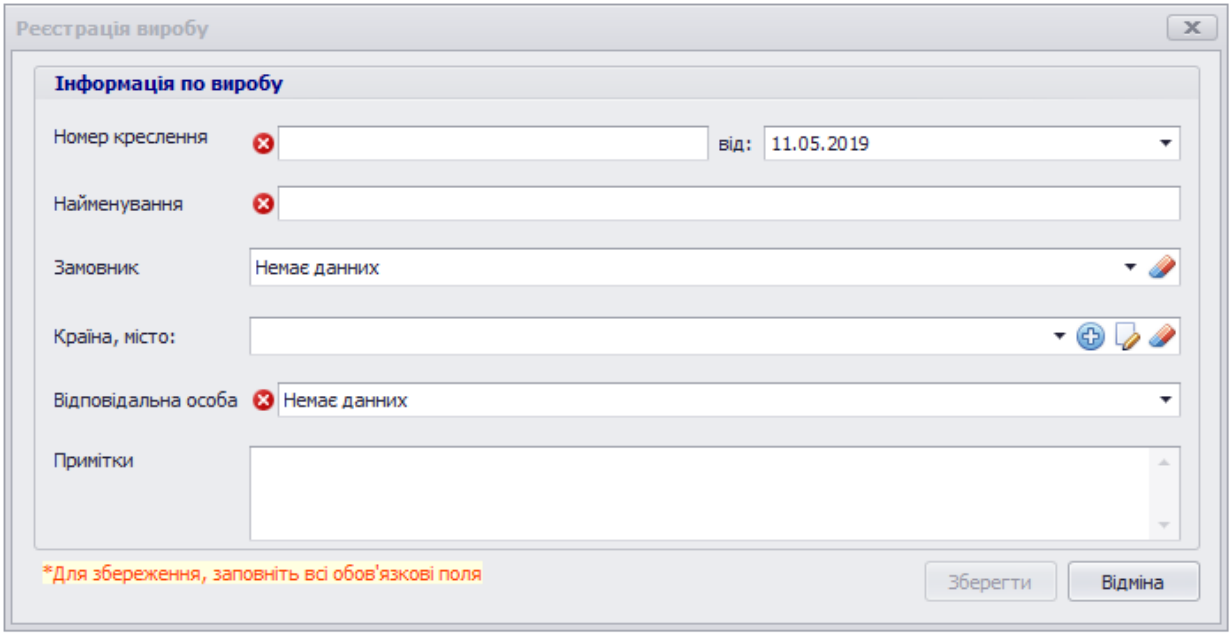
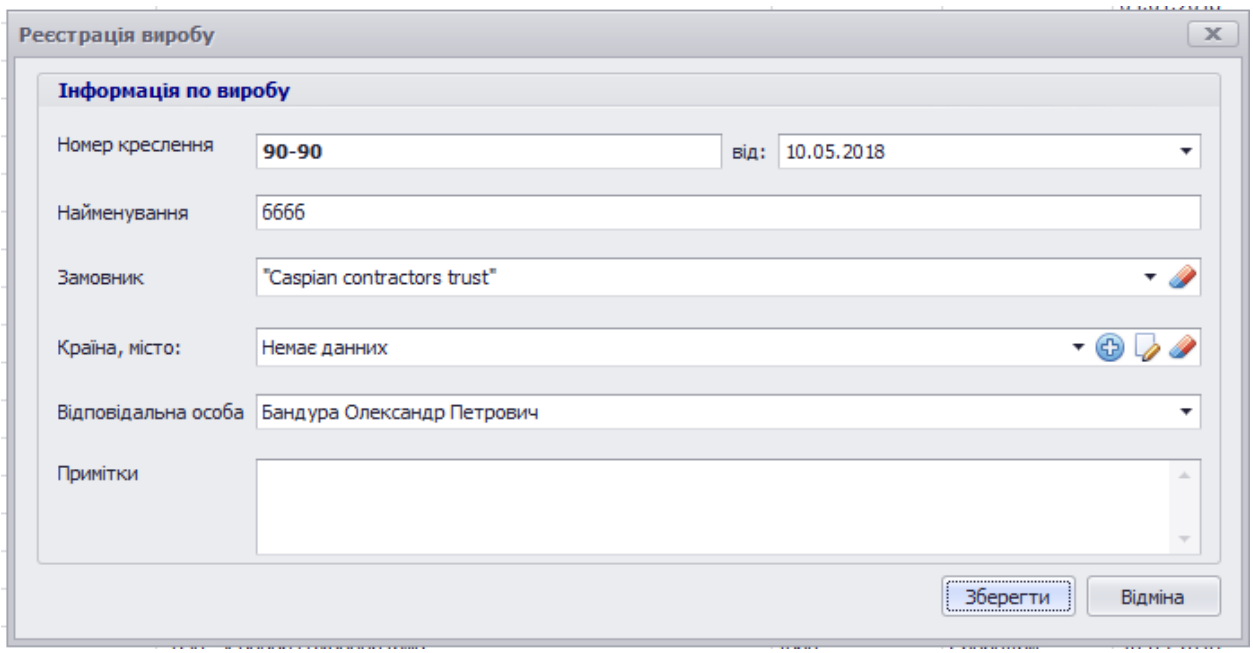

Рисунок 4.5 – Вікно кнопки «*Додати*» «*Реєстрація виробу*»
Рисунок 4.6 – Вікно кнопки «*Редагувати*» «*Реєстрація виробу*»
- «*Вироби*», в даному блоці можливо: створити виріб (рис. 4.5), редагувати обраний виріб (рис.4.6) та видалити обраний виріб.